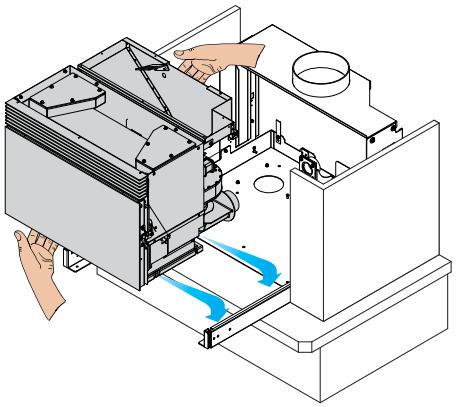

Abb. 6.1.10
10) Setzen Sie den Ofeneinsatz erneut auf die Schienen (Abb. 6.1.10)